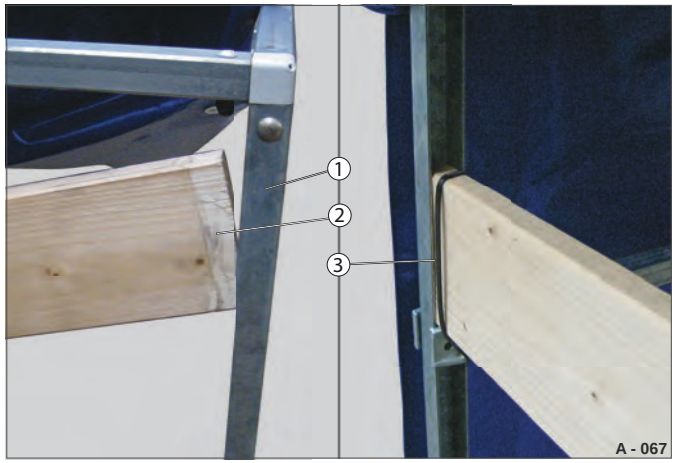

Fig. 78 Høj presenning (f.eks. HA)
- ▶ Læg lægten (Fig. 78 /2) oppefra ind i U-profilen i stolpen (Fig. 78 /1).
- ▶ Sørg om nødvendigt for at sikre den med kabelbindere (Fig. 78 /3), så den ikke kan springe ud.